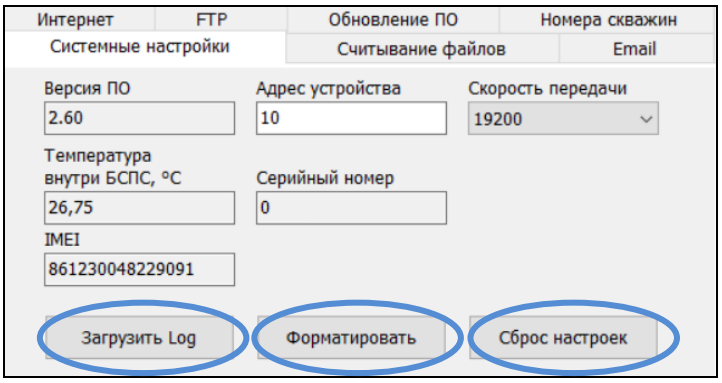
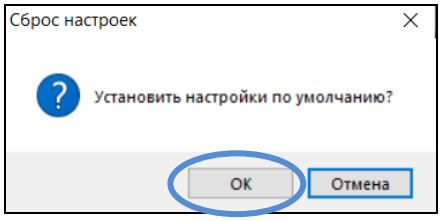

Рисунок 4
Рисунок 6
Во вкладке «Системные настройки» имеются следующие кнопки управления: «Загрузить Log», «Форматировать», «Сброс настроек» (рисунок 4).
4.1.1.1 После нажатия на кнопку «Загрузить Log» (см. рисунок 4) появится поле, оображающее процесс загрузки, который можно остановить нажав кнопку «Прервать» (рисунок 5 а). Далее на ПК откроется окно в котором следует указать директорию папки, в которую необходимо сохранить загруженный файл (рисунок 5 б).
4.1.1.2 При нажатии на кнопку «Форматировать» (см. рисунок 4) произойдет очистка памяти изделия и в окне отображения информации появится запись «Память устройства отформатирована».
4.1.1.3 При нажатии на кнопку «Сброс настроек» (см. рисунок 4) откроется окно с предложением установить настройки по умолчанию. При необходимости, следует нажать кнопку «ОК» (рисунок 6).